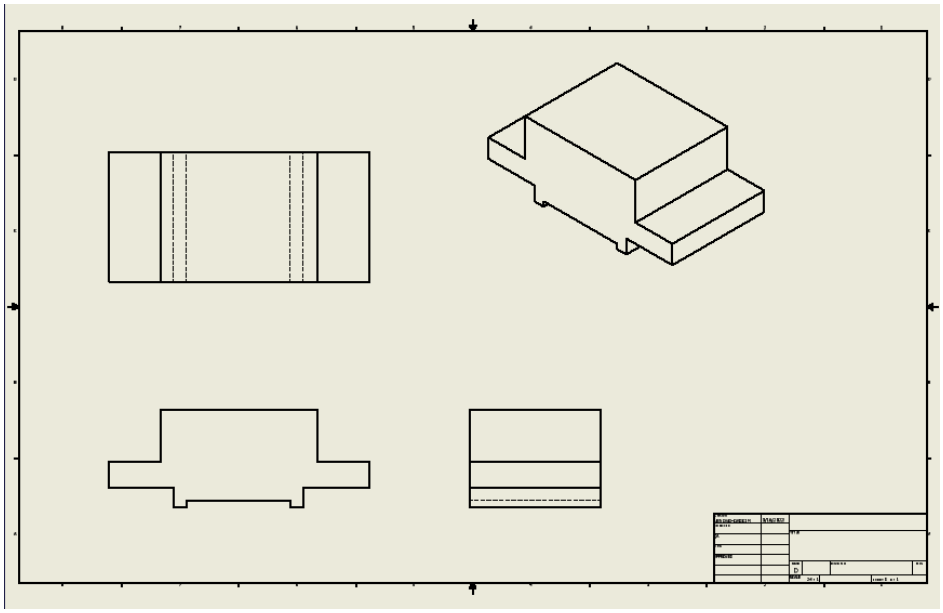

Figure 2-89 *Drawing sheet after generating the drawing views*
5. Similarly, taking the front view as the parent view, generate the drawing of right-side view and the isometric view, as shown in Figure 2-89.